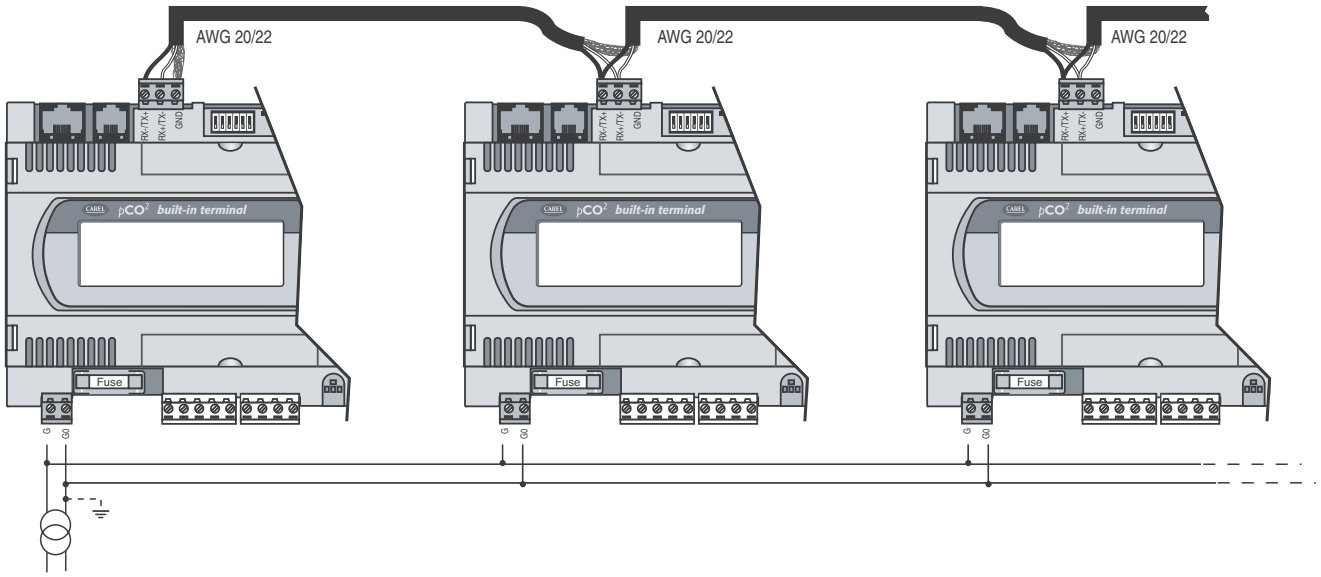

Fig. 5.4.1
La Fig. 5.4.1 rappresenta lo schema di più schede collegate in rete pLAN alimentate dallo stesso trasformatore; questa è una tipica applicazione di più schede collegate all'interno di uno stesso quadro elettrico.
Fig. 5.4.1 shows a diagram of a number of boards connected in a pLAN network and powered by the same transformer (typical application: a number of boards connected inside the same electrical panel).
- *with these configurations (Figs. 5.4.1 .2 .3) Class II safety transformers must be installed.*